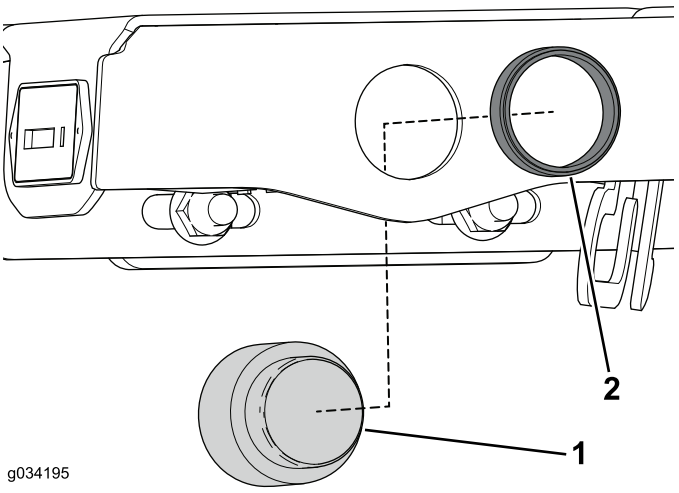

Figur 11
2. Ta bort larmets räfflade fästring och ta bort larmet från konsolenheten (Figur 11).